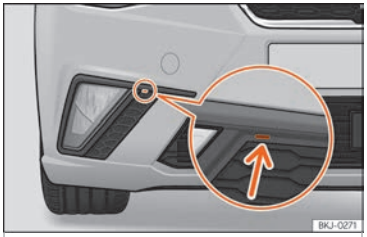

Fig. 52 Front fog light: remove the grille
– Lever the groove with a screwdriver ››› Fig. 52 (arrow). Next, remove the clips located on the edge of the grill, levering them gently.